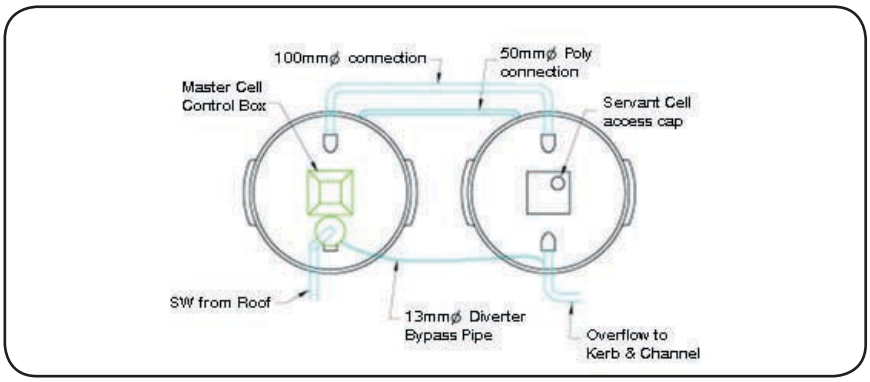

Figure 2: Tank Interconnection
5. **Multiple Tanks.** There is a step connection involved when installing multiple tanks (eg. master and servant) due to different base level. Please refer to the excavation table in Step 1). Remove 50mm bungs at their bases and make the interconnection between the tanks with 50mm high pressure poly pipe (at the base of the tanks). Tighten all connections (refer to figure 2) and surround with aggregate.